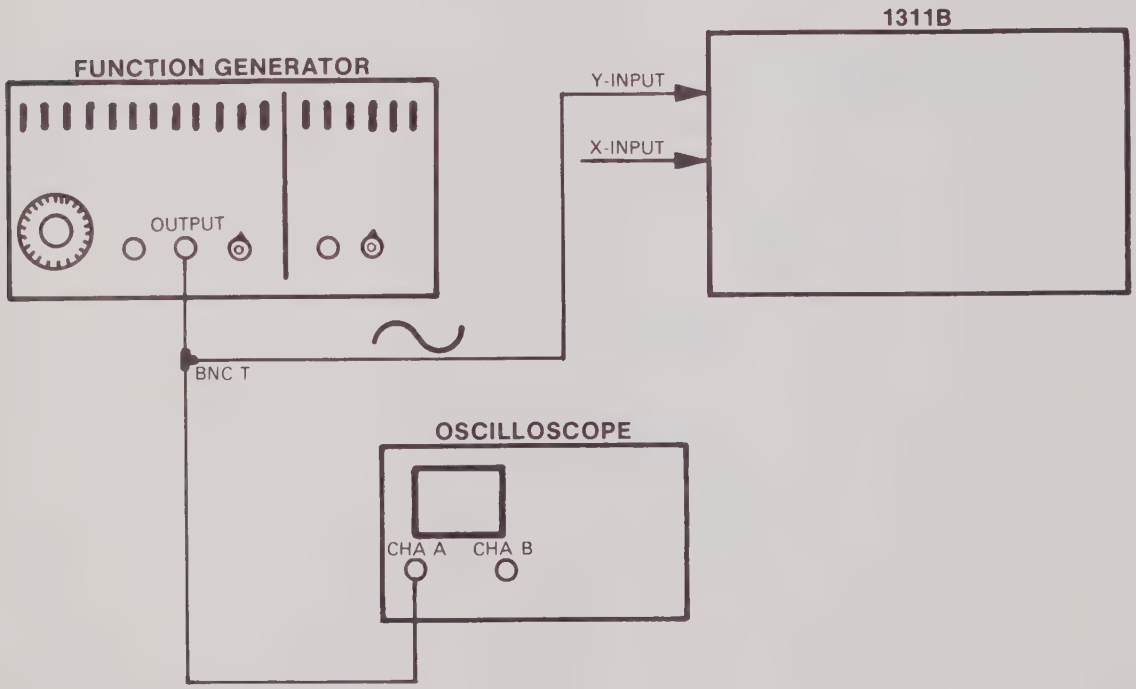

Figure 4-3. Y-deflection Factor Test Setup
a. Connect equipment as shown in figure 4-3.